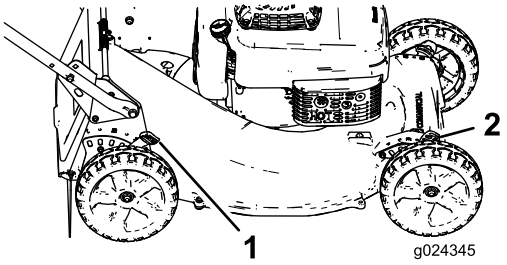

Figur 13
1. Dra klipphöjdsspaken mot hjulet (Figur 13) och flytta spaken till önskat läge.